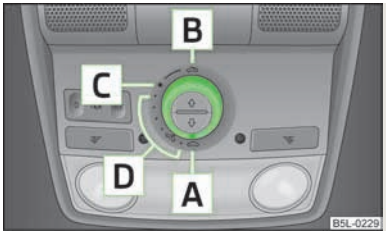

图 21
带遮阳卷帘的全景滑动天窗（下文只称滑动外翻式天窗）只有在点火开关打开时才能用旋转开关 » 图 21，见第 35 页 操作。此旋转开关有多个开关位置。
- 如果曾断开蓄电池的接线又重新连接，则可能发生滑动外翻式天窗不能完全关闭的情形。因此必须将旋转开关置于开关位置 A » 图 21，见第 35 页，然后按住前部约 10 秒钟。
› 将开关转动到位置 C » 图 21。
› 将开关转动到区域 D » 图 21 内的某个位置。
› 将开关转动到位置 B » 图 21 并将其保持在这个位置（有弹力的位置）上。
› 将开关转动到位置 A » 图 21。